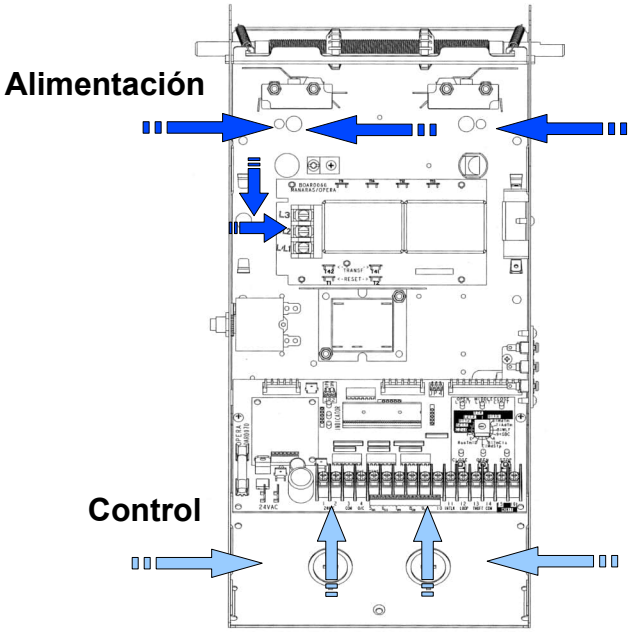

Figura 7 - Conexiones de bajo voltaje (control) y alto voltaje (alimentación)
1. Pasar los cables de línea de alimentación, ya sea desde la derecha o desde la izquierda de la caja de control (ver la Figura 7).
2. Guiar todos los cables de control de baja tensión (ver la Figura 7). MANTENER LOS CABLES DE BAJA TENSIÓN SEPARADOS DE LOS CABLES DE ALIMENTACIÓN.